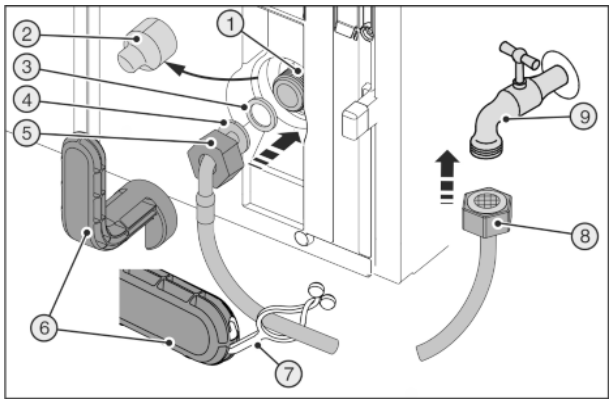
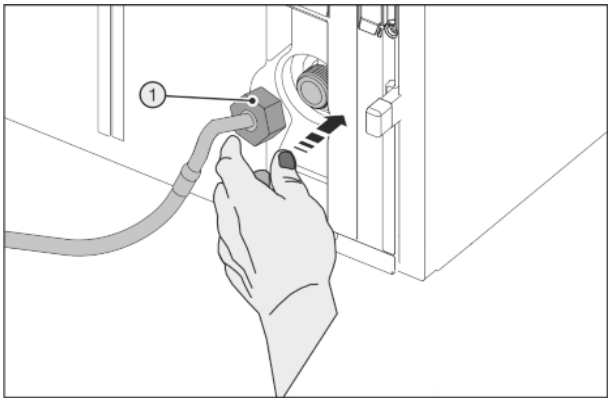

Fig. 45
Fig. 46
Broken auxiliary tool *Fig. 45 (6)*.
▶ Only use an auxiliary tool *Fig. 45 (6)* at room temperature.
▶ Remove the cover *Fig. 45 (2)*.
▶ Easy to fit: Place the straight end of the hose *Fig. 45 (8)* to the left on the floor.
▶ Slide the nut *Fig. 45 (5)* over the angled end of the hose *Fig. 45 (4)* up to the end and secure.
▶ Moisten *Fig. 45 (3)* the seal and push onto the nut *Fig. 45 (5)*.
▷ The seal *Fig. 45 (3)* lies flat and is easily retained.
▶ Position the nut *Fig. 46 (1)* carefully and screw it directly onto the thread with two fingers until it is seated securely.
▶ Tighten the nut *Fig. 46 (1)*clockwise with the auxiliary tool *Fig. 45 (6)* until maximum torque is reached and the auxiliary tool *Fig. 45 (6)* overtightens.
▶ Screw the nut *Fig. 45 (8)* onto the stopcock *Fig. 45 (9)*.
▶ Tighten the nut *Fig. 45 (8)*clockwise with the auxiliary tool *Fig. 45 (6)* until maximum torque is reached and the auxiliary tool *Fig. 45 (6)* overtightens.
▶ Turn the water supply stopcock *Fig. 45 (9)* on and check the whole water system for leaks.
▶ Hook the clip *Fig. 45 (7)* into the auxiliary tool *Fig. 45 (6)* and fix it to the stainless steel pipe to store it.